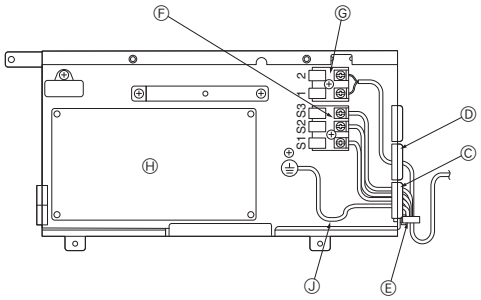

Fig. 7-3
7.2. Innenanlage (Fig. 7-2) (Fig. 7-3)